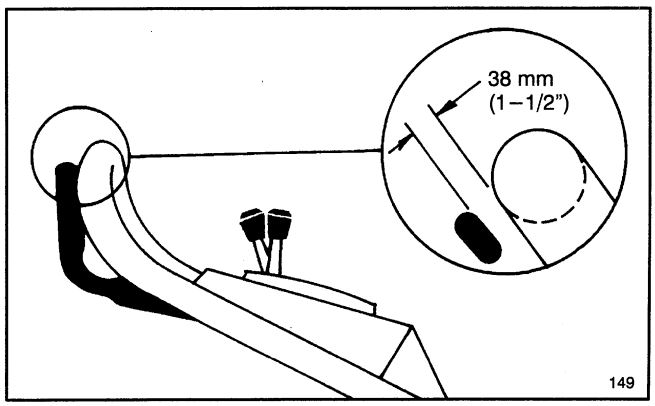

Figure 23
4. Lift control bar until some resistance is felt. Control bar should be 38 mm (1 1/2") from handle when properly adjusted (Fig. 23).